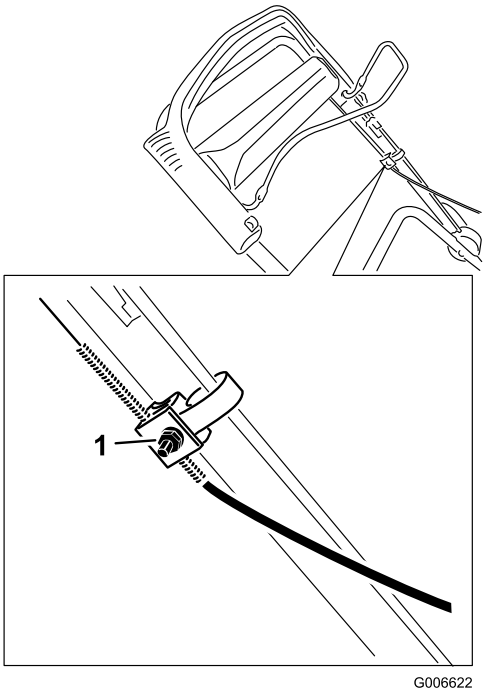

Figur 26
1. Løsn møtrikken på kabelbeslaget (Figur 26).